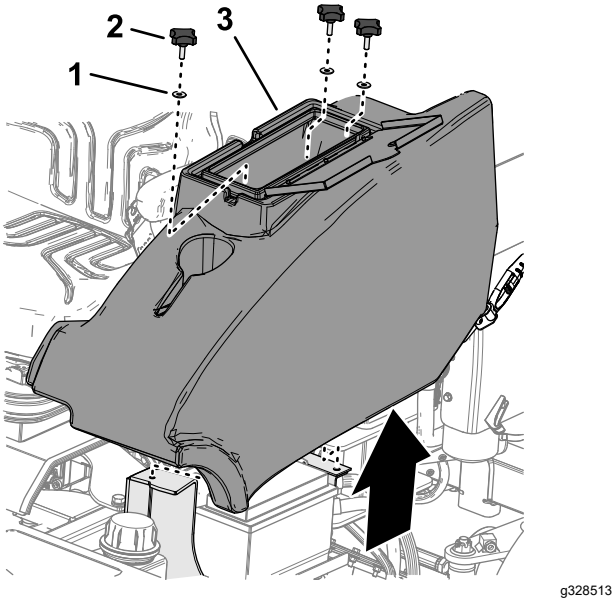

Figur 47
1. Åbn dækslet til opbevaringsrummet (Figur 47) i venstre side af operatørens platform.
2. Fjern de 3 greb og 3 spændeskiver, der fastgør opbevaringsrummet til maskinen, og fjern rummet (Figur 47).